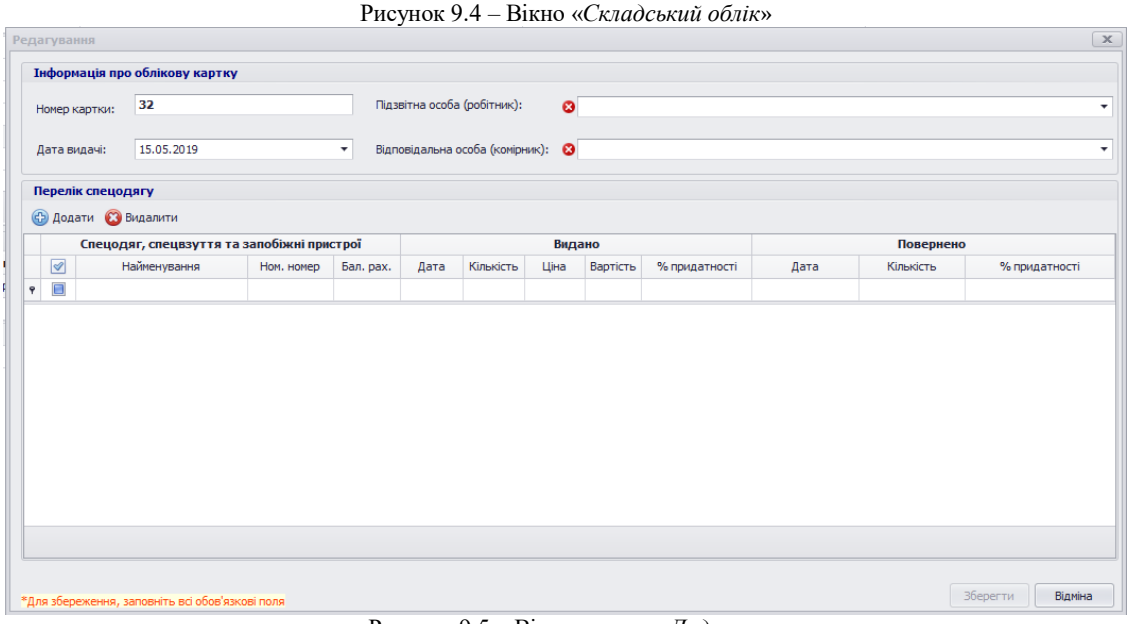

Рисунок 9.5 – Вікно кнопки «*Додати*»
- «*Картка обліку спецодягу*», блоки управління спецодягом: створення (рис.9.5), редагування та видалення картки обліку;